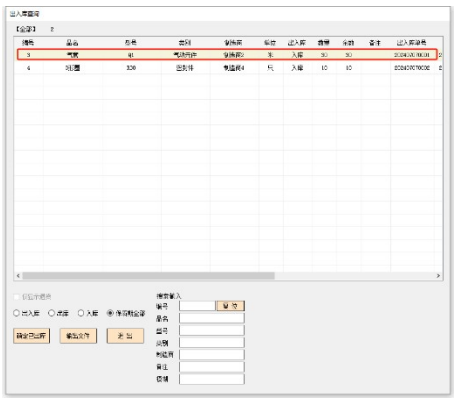

图 9-2
9.1.4 按【保质期报警】按钮，显示入库的保质期报警明细。如果在【设定】【显示和打印】的保质期显示选择“显示全部”（图 5-2），显示所有的含保质期的入库，颜色提醒已经处于保质期报警（图 9-2）的入库（包括客户退货导致的入库）。